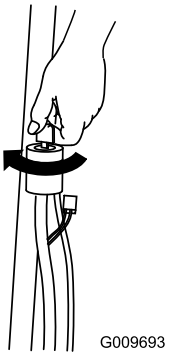
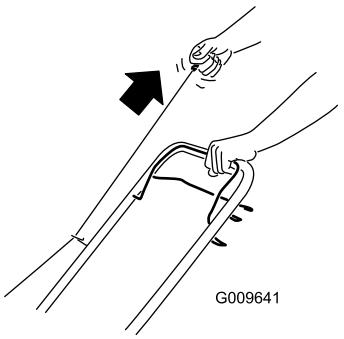

Bild 11
Bild 12
2. Drehen Sie den Zündschlüssel (Bild 11) oder ziehen Sie am Rücklaufstartergriff (Bild 12).